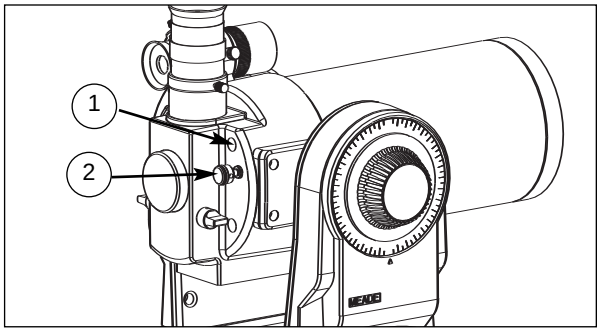

Fig. 1: Rear Cell of Telescope.
1. Use the medium hex-wrench to remove the hex-head screw (**1, Fig. 1**) from the rear cell of the telescope. The screw is located above and slightly to the left of the focus knob (**2, Fig. 1**).
2. Use the small hex-wrench to loosen the set screw on the telescope’s focus knob (**2, Fig. 1**); remove the knob.